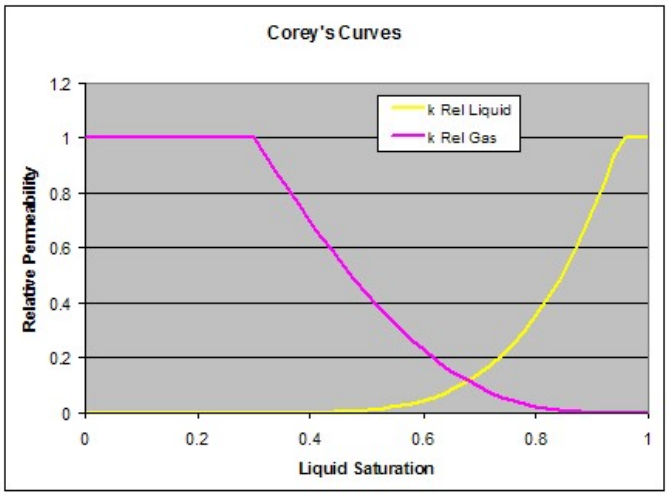

**Figure 2-2: Capillary Pressure**
The TOUGH codes provide several options for relative permeability. A typical option is the use of Corey's curves (8) as illustrated in Figure 2-2. At low liquid saturation, the gas relative permeability is 1.0 and the liquid permeability is very low. Conversely, at high liquid saturation the gas relative permeability is very low and the liquid permeability is 1.0. This is consistent with the flow regimes as described above.